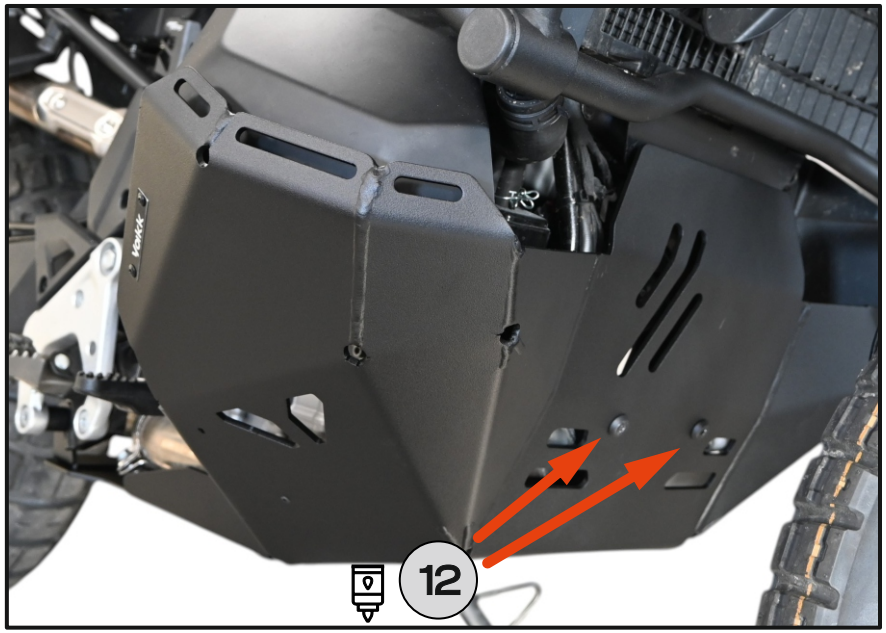

Fig. 16
12. Loosely fasten the engine guard **[1]** from the front to the **OEM** mounting points using bolts **[8]** with washers **[7]**. **[Fig. 16]**